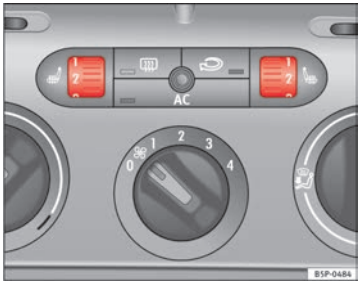

Fig. 93 Rotelle zigrinate per il riscaldamento dei sedili anteriori
– Per accendere il riscaldamento di un sedile, girare la rotella corrispondente ⇒ fig. 93. Sulla posizione **0**, il riscaldamento del sedile è spento.